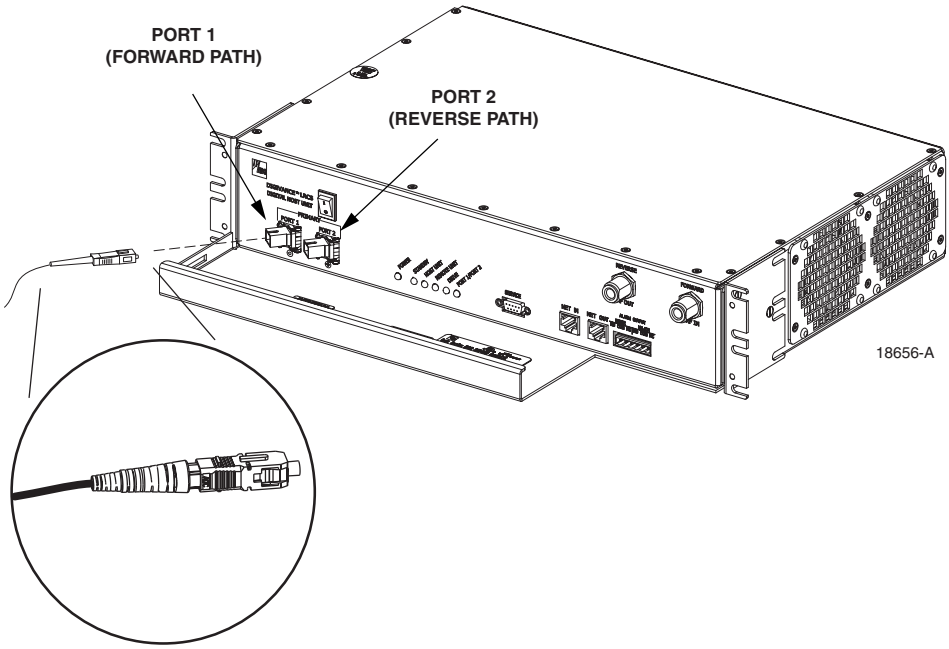
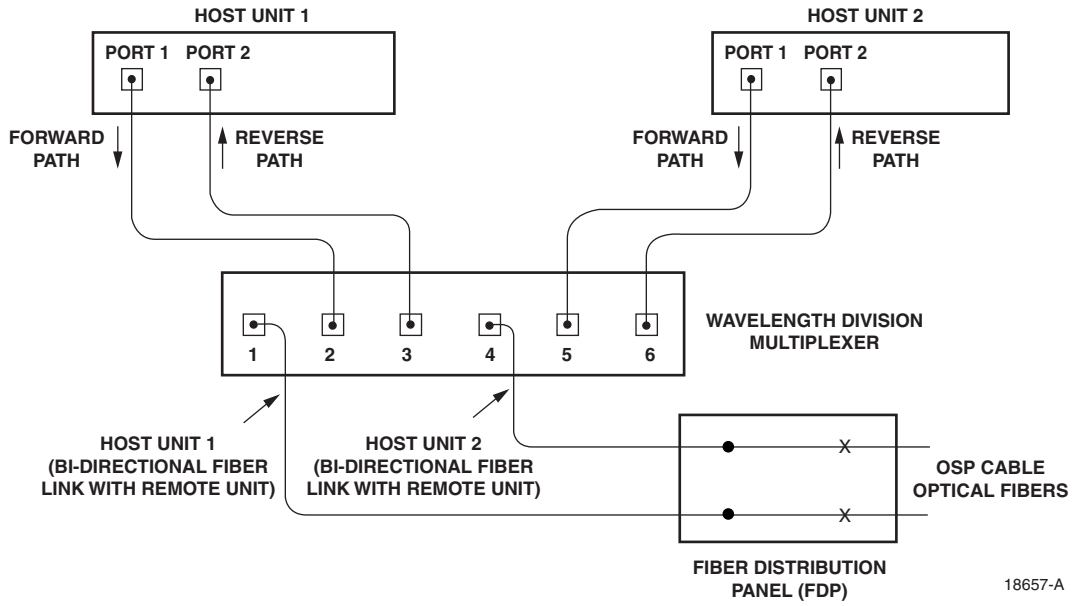

Figure 3-9. Fiber Optic Cable Connections To Host Unit
Figure 3-10. Fiber Optic Connections To WDM Module
5. Insert the connector into the appropriate optical port as shown in Figure 3-9.
Note: Each WDM module can support two separate HU's. The WDM module ports are numbered from 1 through 6 as shown in Figure 3-10. Ports 1 through 3 are used for HU #1 and Ports 4 through 6 are used for HU #2.
11. Clean each pigtail connector (follow the procedures provided with the WDM module) and then insert the connector into the appropriate optical port on the HU as shown in Figure 3-9 and as diagramed in Figure 3-10.